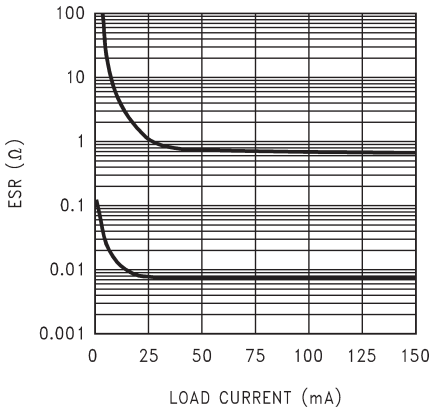
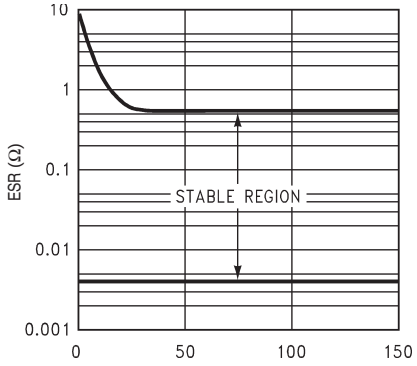

Figure 28. 2.2-µF Stable ESR Range for Output Voltage ≤2.3 V
Figure 30. 2.2-µF/3.3-µF Stable ESR Range for Output Voltage ≥2.5 V
- ESR range: see Figure 28 through Figure 30